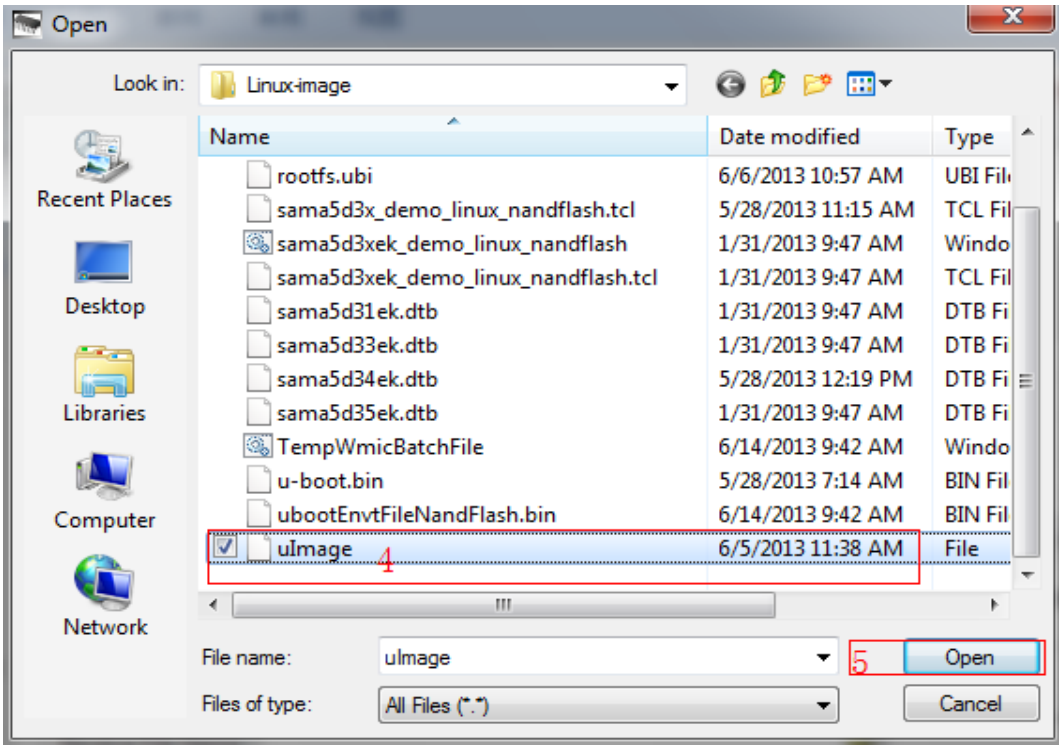
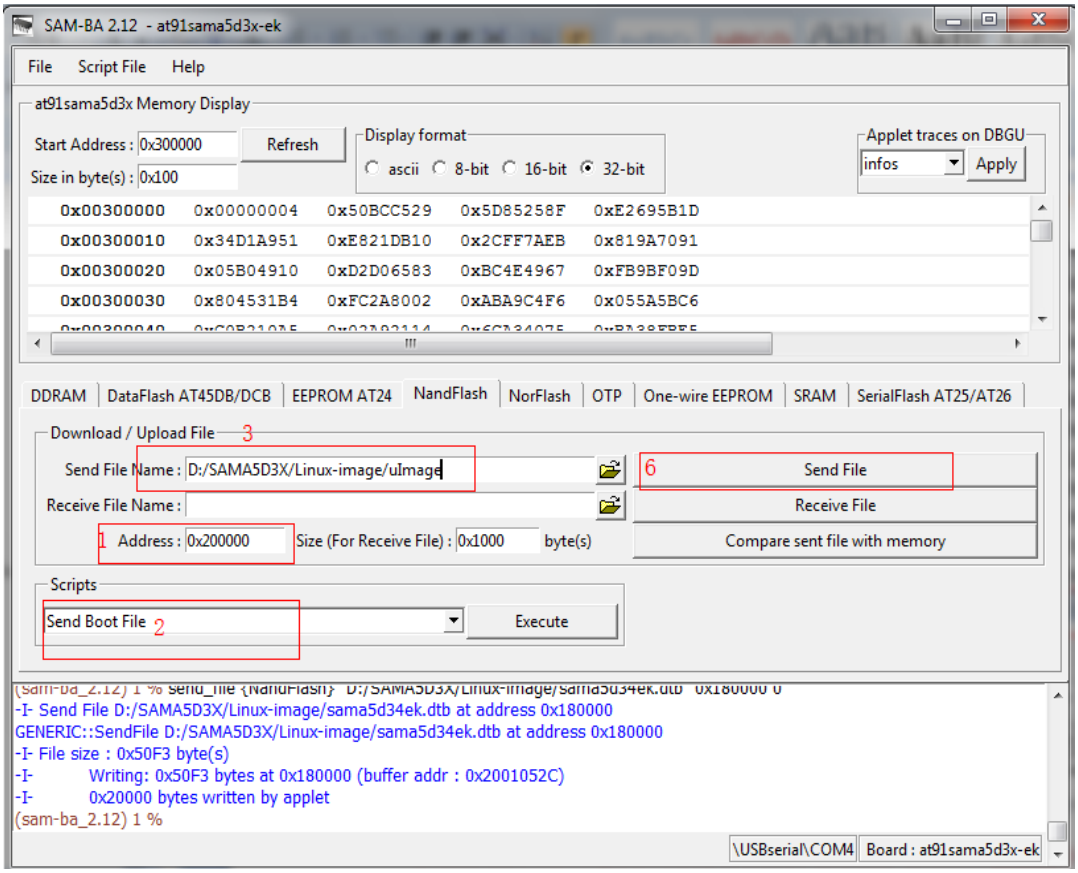

Figure 3-15
Figure 3-16
⑧ Download Linux kernel [uImage] to 0x0020 0000. Refer to figure 3-15 and figure 3-16: